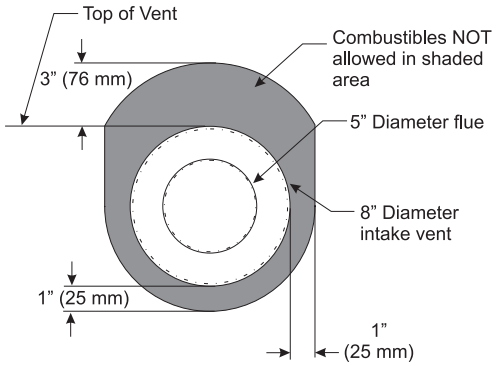

**Figure 67**
4. Install the Wall Firestop/Thimble assembly as required through the wall. Refer to the venting charts in the fireplace manual to determine the proper height and size of the vent opening. The minimum opening should be 10” wide by 12” high. The minimum combustible clearance from the horizontal vent is 1” from sides and bottom, and 3” above the vent pipe. **See Figure 67.**